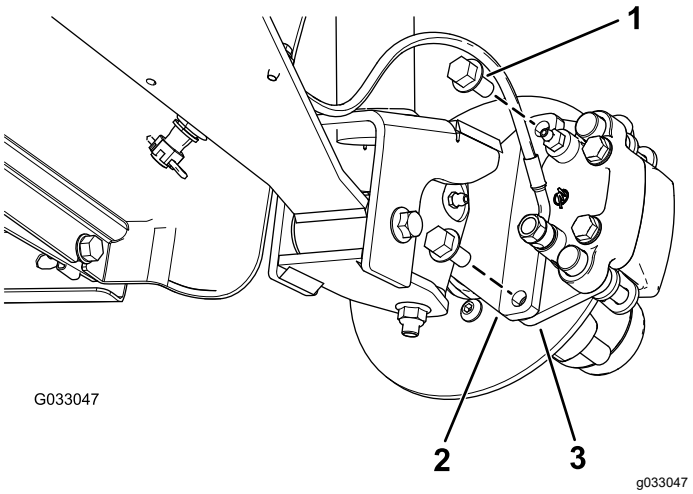
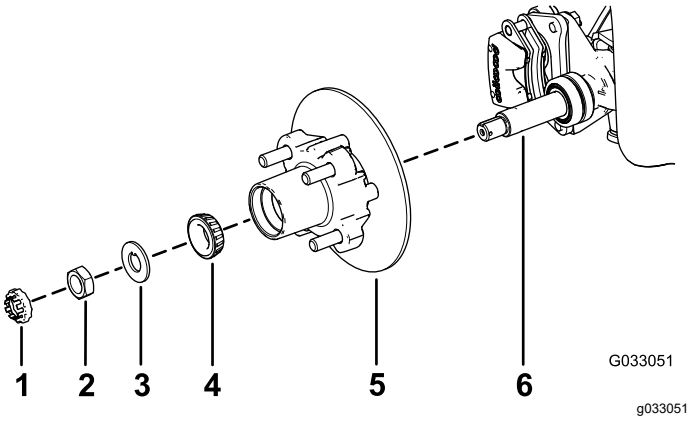

**Figura 27**
**Figura 31**
3. Retire los pernos con arandela prensada (⅜" x ¾") que sujetan el soporte del conjunto de freno al eje y separe el freno del eje (Figura 27).
1. Aplique una ligera capa de grasa del tipo especificado en el eje (Figura 31).
2. Monte el cubo y el rotor en el eje con el rotor hacia dentro (Figura 31).
3. Monte el cojinete exterior en el eje y acople el cojinete al anillo de rodadura exterior (Figura 31).
4. Monte la arandela con pestaña en el eje (Figura 31).
5. Enrosque la tuerca en el eje y apriete la tuerca a 15 N·m, girando el cubo para asentar el cojinete (Figura 31).
2. Alinee las pastillas de freno en cada lado del rotor (Figura 27) y los taladros del soporte de la pinza con los taladros de montaje del freno de la mangueta (Figura 31).
3. Sujete el soporte de la pinza a la mangueta (Figura 27) usando los 2 pernos con arandela prensada (⅜" x ¾").